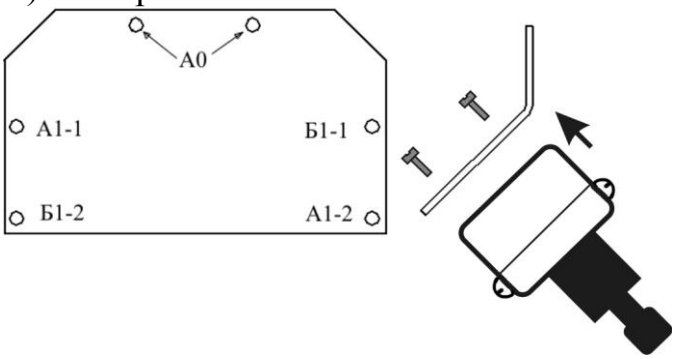

Рис. 6.11
6.4.2.1 Крепление БПРД на консолях узлов крепления УК-01(П), УК-02(П), УК-03(П) производится с помощью **УКБ-1** (см. рис. 6.11). Отверстия А1-1 и А1-2 или Б1-1 и Б1-2 предназначены для крепления БПРД, а отверстия А0 – для крепления к консоли. Необходимая ориентация БПРД обеспечивается выбором крепежных отверстий А-1 или Б-1. Верхний и нижний провода ЧЭ не должны пересекаться, для чего при установке БПРД и БПРМ необходимо ориентировать таким образом, чтобы ввод ВП был направлен вниз и в сторону точки